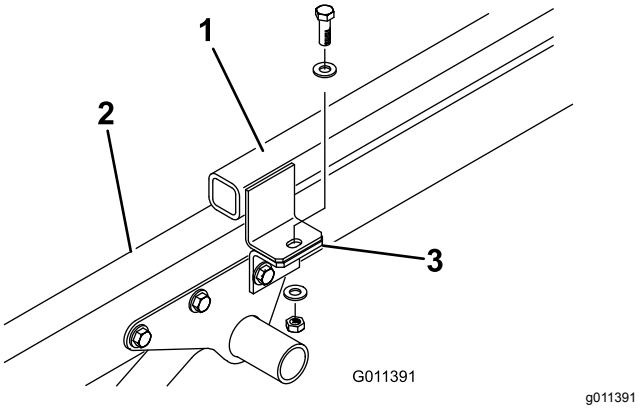

Figur 6
3. Ta bort den huvudskruv, de två planbrickor och den låsmutter som fäster varje redskapskoppling på dragkrokens flik (Figur 6).